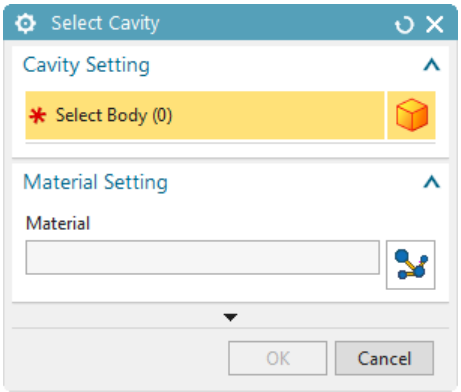

*Figure 2-34 The **Select Cavity** dialog box*
1. Choose the **Set Cavity** tool from the **Setting** group of the **Easy Fill Advanced** tab in the **Ribbon**; the **Select Cavity** dialog box is displayed, refer to Figure 2-34.